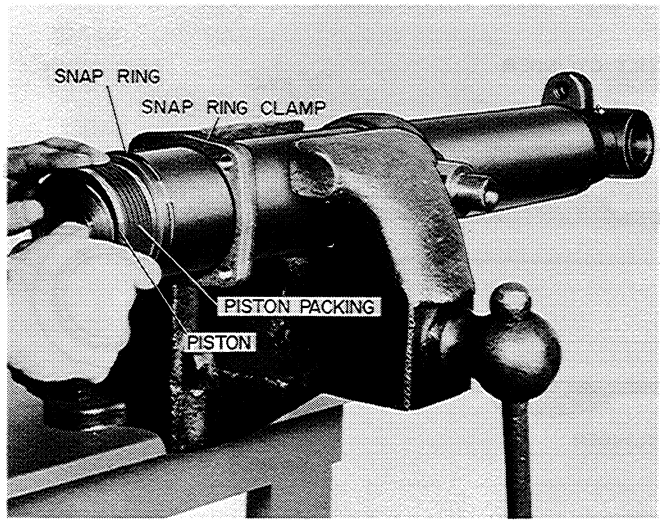

Figure A-42
3. Insert the piston cup packings, piston and piston plates over the threaded end of the piston rod, Figure A-42. Be sure the chamfered sides of the piston plates are installed correctly.
4. Install the snap ring clamp and the snap ring on the tilt cylinder, Figure A-42.